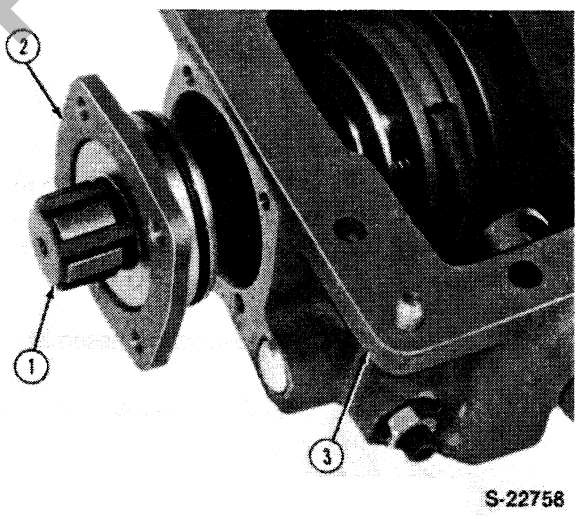

Figure 65
8. Lube the output shaft, case, front cover seals and O-ring and gently slide the cover over the output shaft and into place in the case, Figure 65.